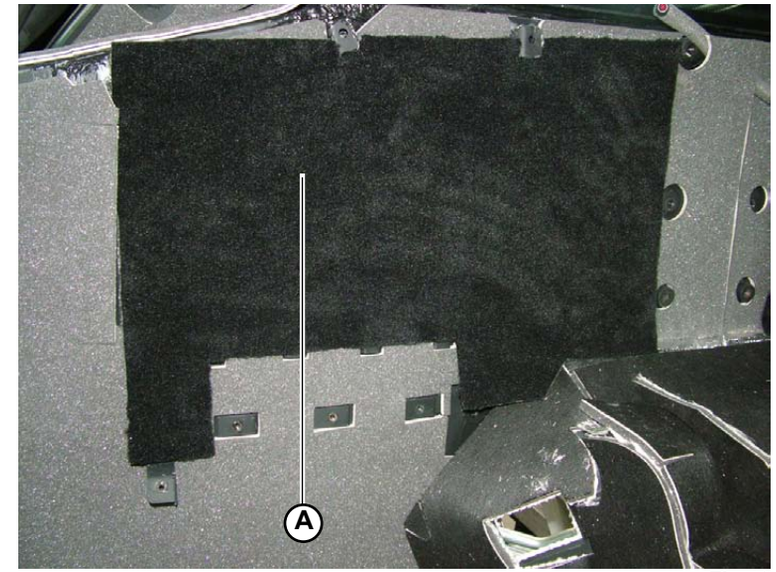

Fig.46
1. Position the rear rug (**A-Fig.46**) by securing it to the rear of the car using the special adhesive.